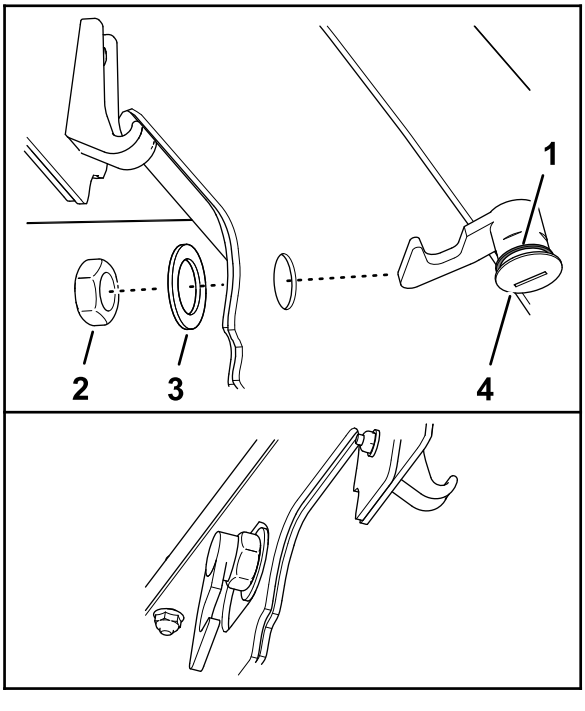

Figuur 34
3. Zorg dat de pakking op de motorkapsluiting is gemonteerd (Figuur 34).